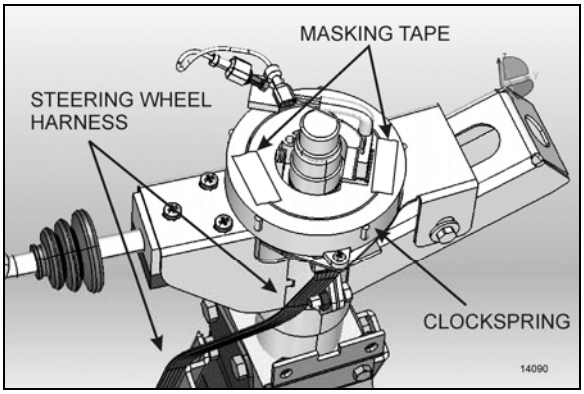

**FIGURE 13: LOCKING THE CLOCKSPRING IN PLACE**
7. Once the steering wheel is removed, it is important to block any rotating movement of the clockspring in order to prevent it from losing its neutral position. Use two pieces of masking tape to lock it in place (Figure 13).